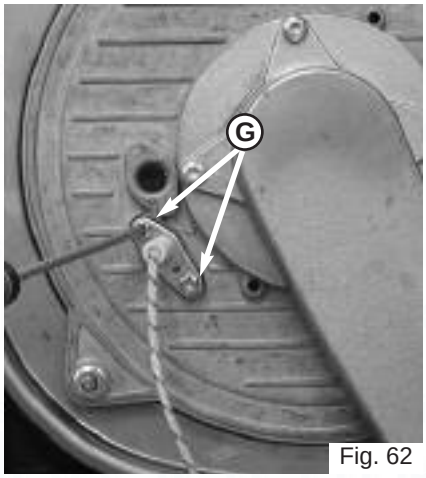

Fig. 62
3. Remove the 2 screws **G** from the electrode manifold (Fig. 62);